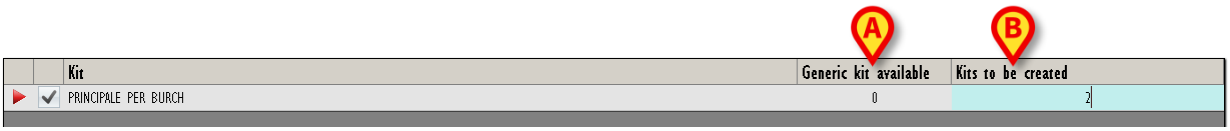

Fig 216
For each kit the available quantity is indicated (Fig 216 **A**).
- Insert the number of generic kits to be created in the field indicated in Fig 216 **B**.